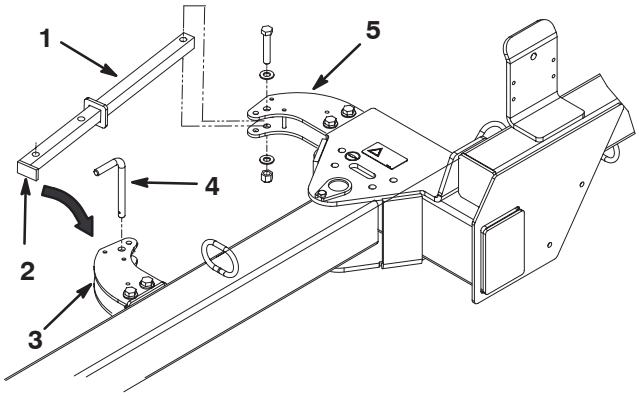

Figur 4
5. Monter aktuatorarmen i aktuatortappen med en 1/2–13 x 2–3/4 tommer maskinskrue, (2) 0,531 x 0,063 flade spændeskiver og en 1/2–13 låsemøtrik. Placer komponenterne som vist i figur 4.